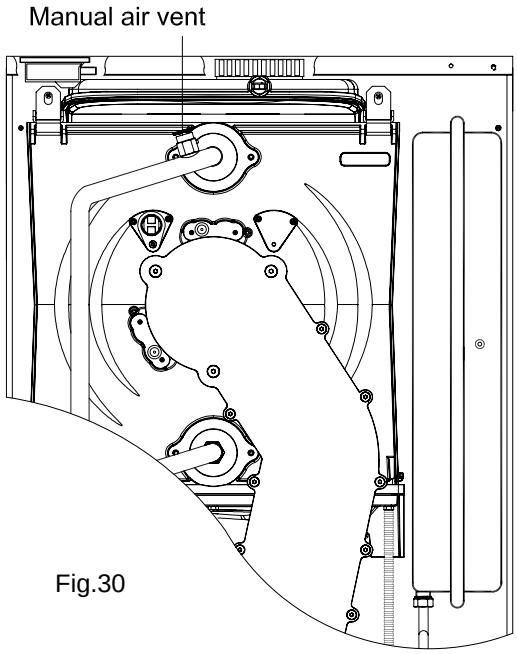

Fig.30
when initially filling the system (with the front cover off) open the manual air vent (fig. 30) tacking care to avoid spilling water, and re-close prior to commissioning and operating the boiler.
- Open the manual air vent at the boiler heat exchanger flow pipe, see fig. 30, may require repeating to assist commissioning.